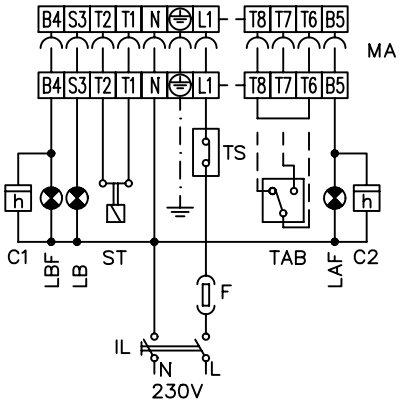

Fig. 9
- Eseguire i collegamenti elettrici al connettore di alimentazione seguendo lo schema in Fig. 9.
1 Portare il bruciatore in bassa fiamma commutando il termostato Alta - Bassa fiamma, oppure spostando il ponte da T6-T8 a T6-T7. (Fig. 9)